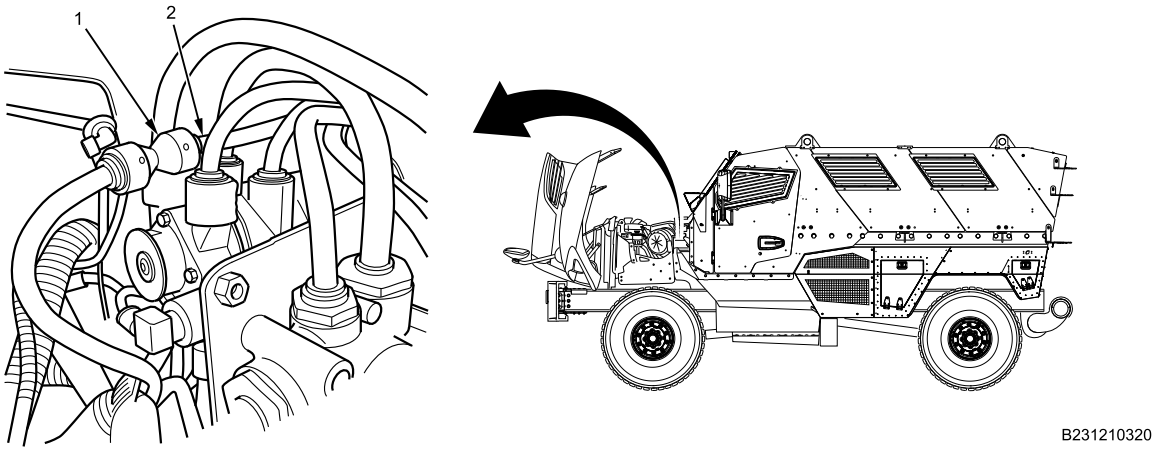

Figure 1. Exhaust Air Line.
1. Disconnect air line union (Figure 1, Item 1) from BLACK exhaust air line (Figure 1, Item 2).